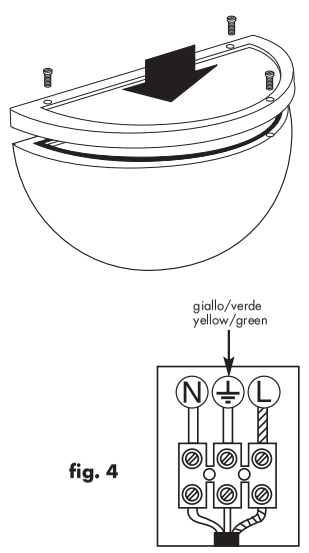

fig. 4
- Remonter le verre et le contre-châssis et bloquer avec les 3 vis **(fig. 4).**
- Schutzglas und Gegenrahmen wieder einsetzen und mit Hilfe der entsprechenden 3 Schrauben befestigen **(Abb. 4).**
- Volver a montar el cristal y el marco y sujetar enroscando los 3 tornillos correspondientes **(fig. 4).**